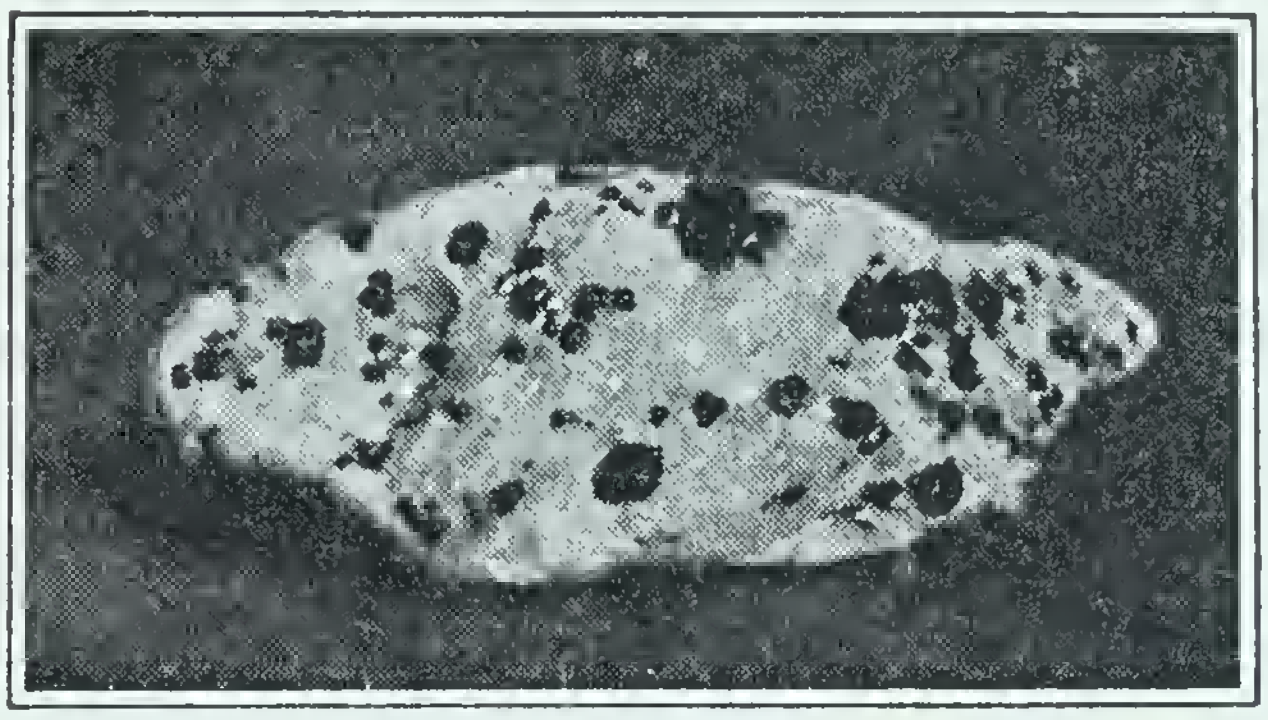

FIG. 377. A dark-colored mineral in quartz
How metals are found in nature. Very few metals except gold and copper are found in nature as free metals. They are combined with other elements in the form of various compounds called *minerals.* These minerals are usually scattered as small crystals through various rocklike materials as a mechanical mixture (Fig. 377). Any natural material from which a useful element or compound can be made is called an *ore* of that element or compound. The process of winning a metal from its ore is called *metallurgy.* It usually requires two general steps: (1) ore-dressing; (2) smelting.